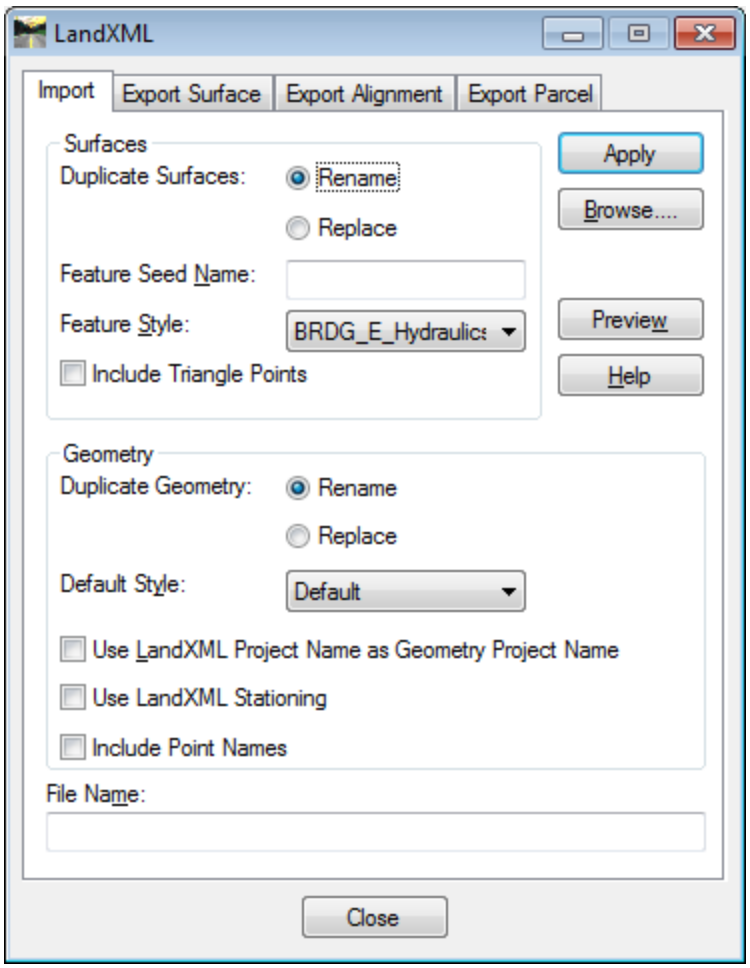

Figure L13-9 LandXML
25.	Select **File ► Translators ► LandXML Translator** and the **LandXML** dialog opens as shown in *Figure L13-9*.